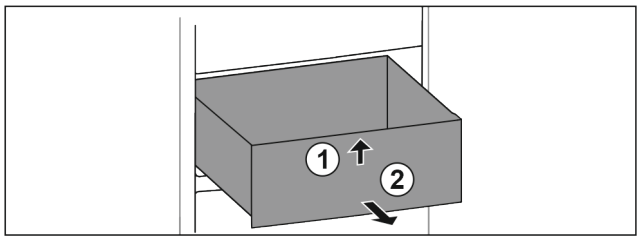

Fig. 134
▶ Lade aan de voorkant optillen. *Fig. 134 (1)*
▶ Lade naar voren toe verwijderen. *Fig. 134 (2)*